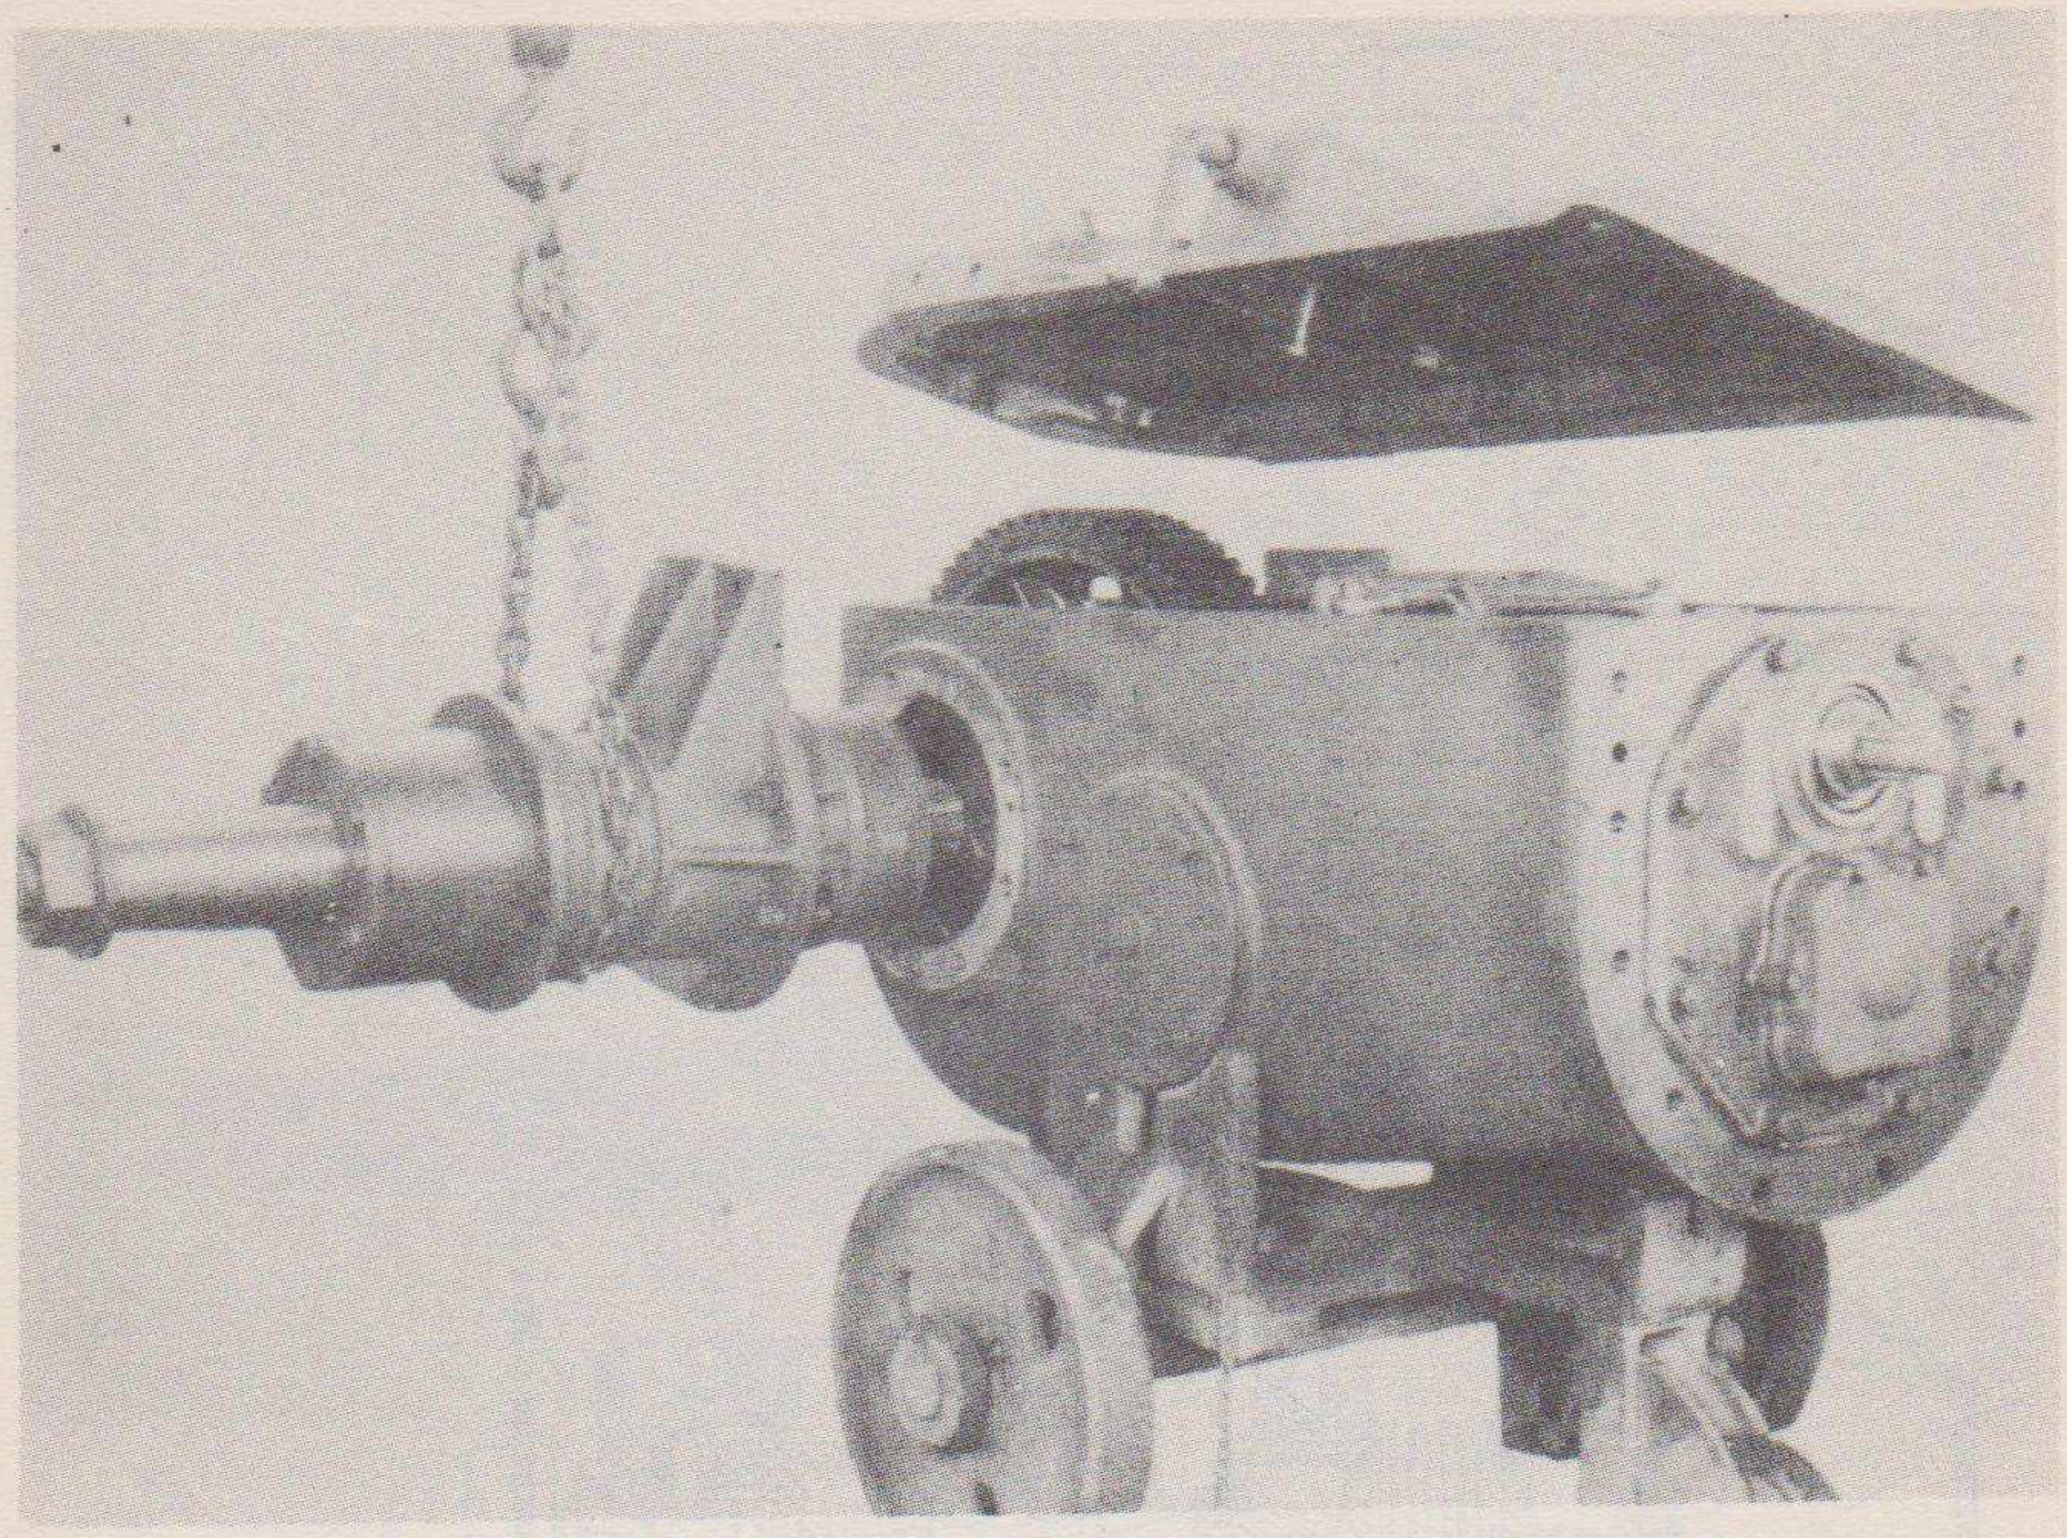

Fig. 8—Removing Rear Axle Carrier and Trans. Top Cover
A. To Remove One Rear Axle and Carrier. (See Figures 8 and 9)